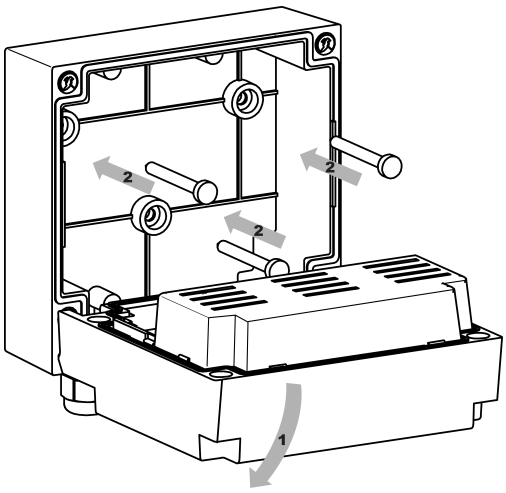

**Рисунок 4.13 – Установка на стену**
2. Откинуть вниз переднюю часть корпуса (см. рисунок 4.13, стрелка 1)
3. Прижать прибор к поверхности монтажа. Вставить в отверстия задней крышки саморезы из комплекта поставки (см. рисунок 4.13, стрелка 1). Закрутить саморезы в поверхность.